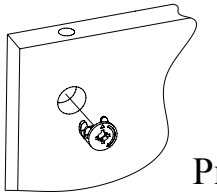

Рис.3
3. Вставить головки минификсов в соответствующие плоскостные отверстия крышки 1, боковин 3, 4, полок 5 (Рис. 3).
(Рис.3)